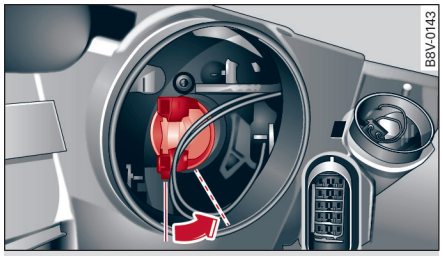

图 253 远光灯/日行车灯座
为便于理解，⇨ *图 253* 显示的是拆卸后的大灯的内部。
- 沿箭头方向旋转插头直到止动位置 ⇨ *图 253*，并从大灯外壳中取出灯泡单元。